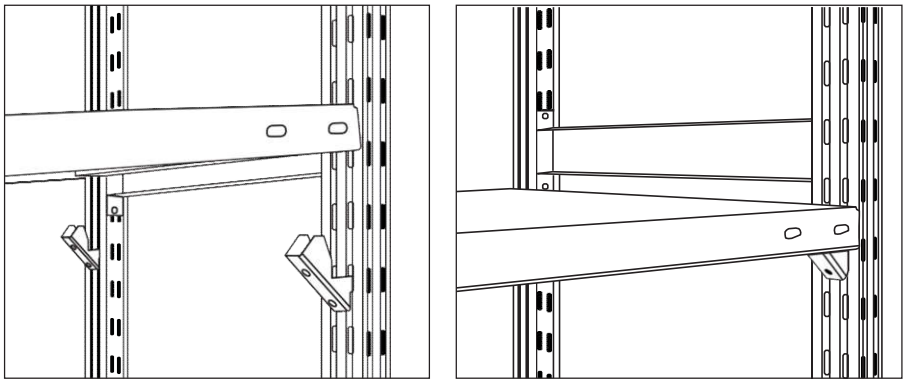

Рис. 9. Установка полки.
2. Установите обе собранные рамы на расстоянии 700 мм, 1000 мм, 1200 мм или 1500 мм (в зависимости от выбранного типоразмера полок) кронштейнами друг к другу и опустите одну сторону полки на кронштейны до упора, а затем с усилием нажмите на противоположный край полки до полного зацепления (рис. 9).